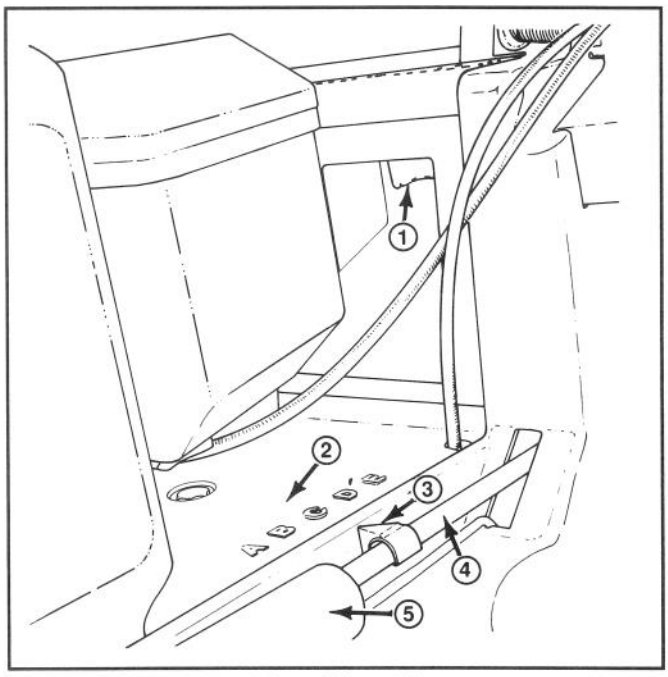

Afbeelding 14
2. Gebruik één of twee vingers om de maaihoogtehendel in te duwen (Afb. 14).